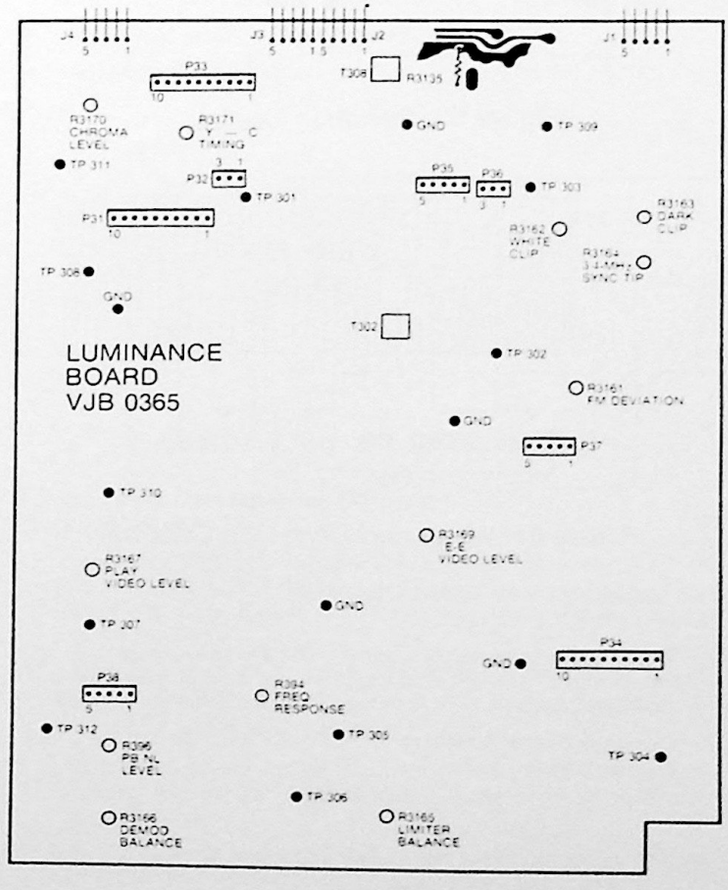

Figure 47. Luminance Board
1. Jumper pins 1 and 8 of connector P33 (Luminance Board, Figure 47).
5. Preset dark-clip control (R3163) to full counterclockwise, white-clip control (R3162) to full clockwise and deviation control (R3161) to midrange. All controls are located on the Luminance Board, Figure 47).
3. Connect channel-1 scope probe (.2V/div.; 5 us/div.) to TP 312 (Luminance Board, Figure 47).
2. Connect channel-1 scope probe (.5V/div.; 10 us div.) to TP 312 (Luminance Board, Figure 47).
Y-C Timing (Figures 47, 59)